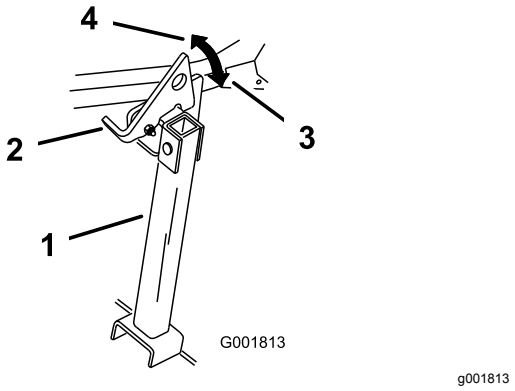

Figur 44
2. Løft klinken til ulåst position (Figur 44).